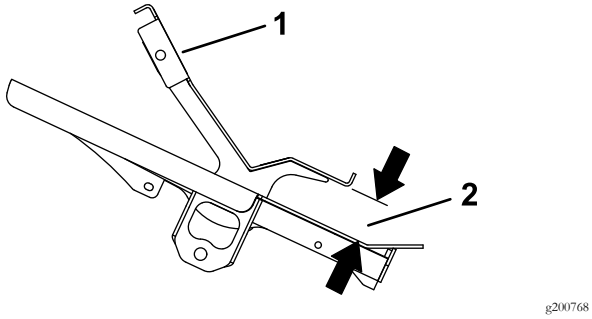

図 8
3. 走行ペダルをニュートラル一にして、ロッド端部のベアリングを回転させて図 8に示す寸法になるように位置を調整する。